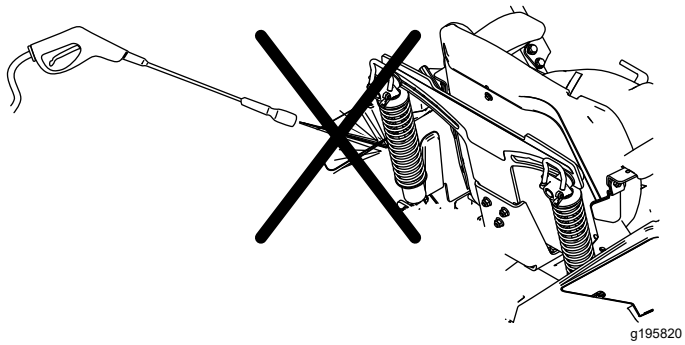

**Figur 87**
**Bemærk:** Rengør ikke støddæmperne med vand under tryk (Figur 87).